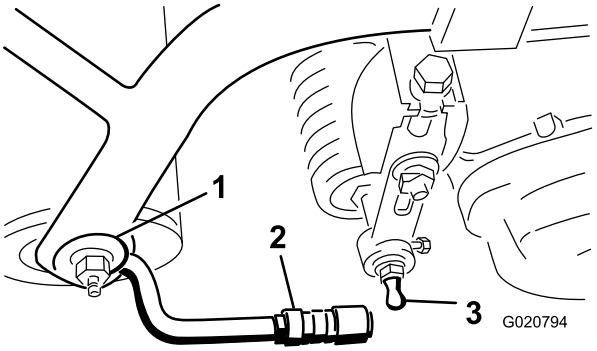

Bild 8
3. Schieben Sie die Hülse an jeder Kugellageraufnahme zurück und haken Sie die Aufnahme in den Kugelbolzen des Mähwerks ein. Lösen Sie die Hülse, sodass sie über den Bolzen geht und die Teile miteinander verbindet (Bild 8).